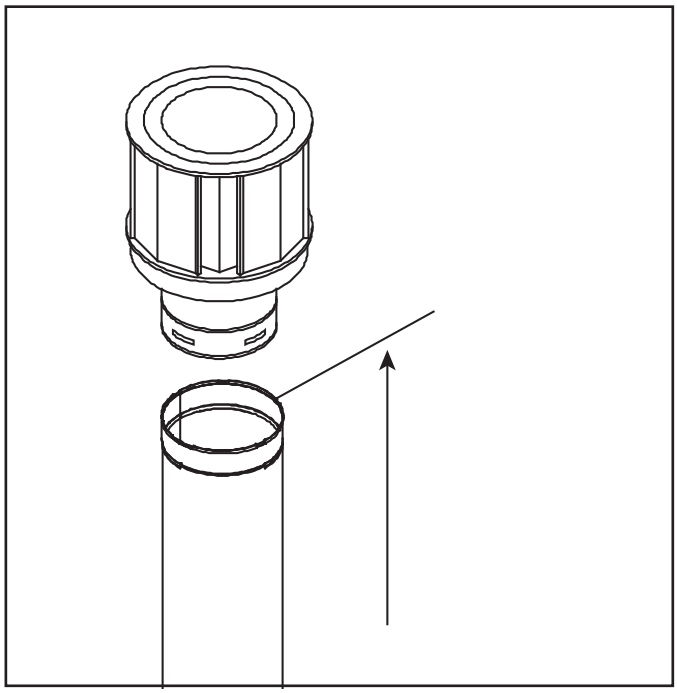

Figure 4.7. Measure to Top of Last Section of Pipe
- Vertical terminations are measured to top of last section of pipe. See Figure 4.7.
To replace the first 90º starter elbow with two 45º elbows, refer to Figure 4.7. All other 90º elbows can be replaced with two 45º elbows.